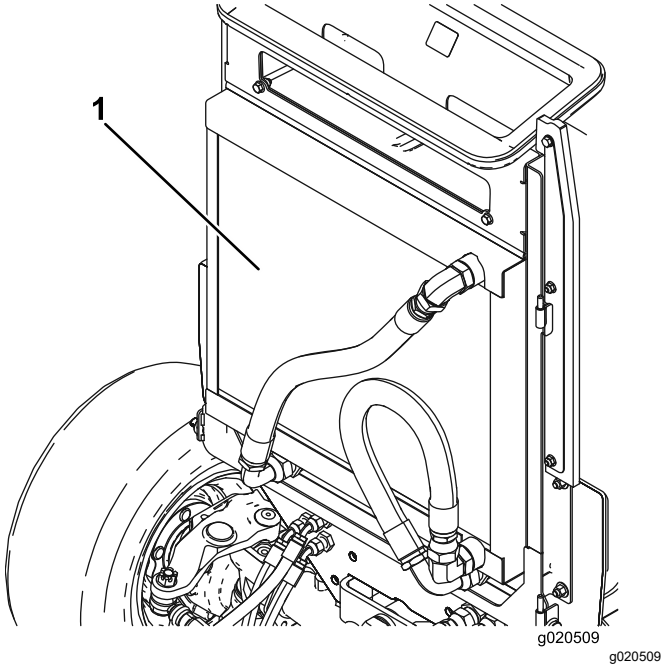

Figuur 75
3. Reinig beide zijden van de oliekoeler en de omgeving van de radiateur (Figuur 75) grondig met perslucht. Begin aan de voorkant en blaas het vuil eruit naar de achterkant. Reinig vervolgens vanaf de achterkant en blaas het vuil naar de voorkant. Herhaal deze procedure verschillende keren totdat het maaisel en het vuil geheel zijn verwijderd.